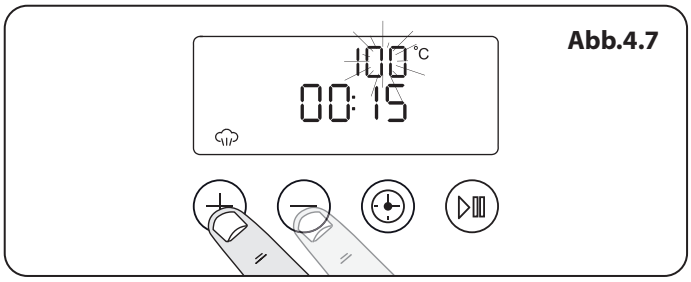

Abb.4.7
2. Um die Temperatur zu ändern, berühren und halten Sie die Temperatur-Taste (**Abb.4.6**) und verwenden die Tasten [+] oder [-] (**Abb.4.7**).